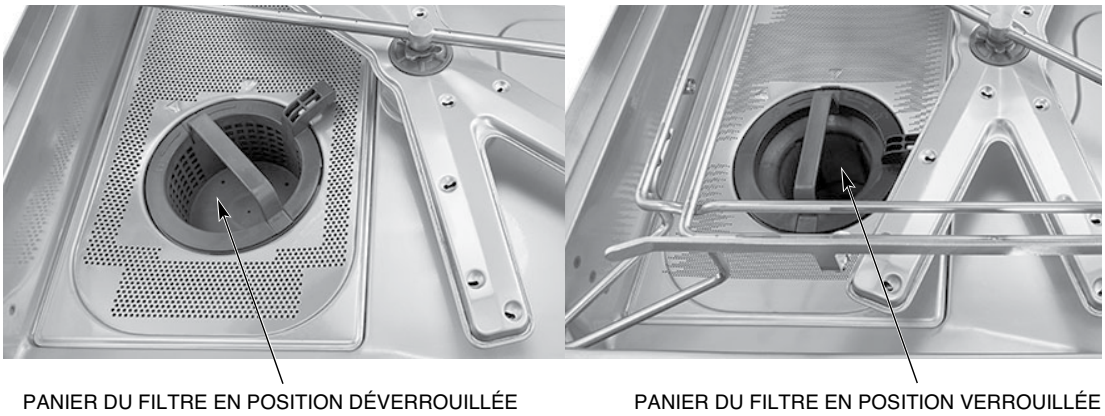

Fig. 19
REMARQUE : Lors de l'installation du panier du filtre, assurez-vous que le panier est en position « verrouillée » (Fig. 19).
4. Replacez le bac et le panier du filtre dans la machine et assurez-vous que le panier est en position verrouillée (page 24, Fig. 19).